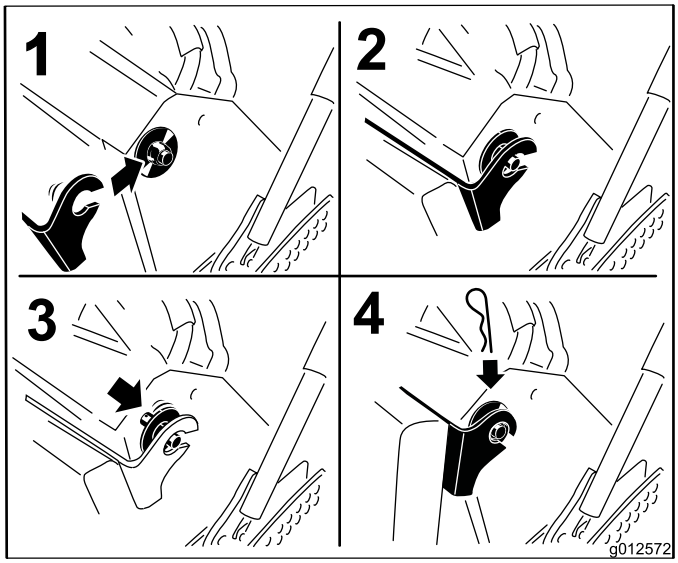

Bild 36
6. Heben Sie das Kissen an und schieben es an beiden Seiten der Maschine auf die Splints (Bild 36).
7. Schieben Sie die großen Scheiben mit den Kunststoffbüchsen in die Kissenhalterung und befestigen sie mit einem Splint (Bild 36).